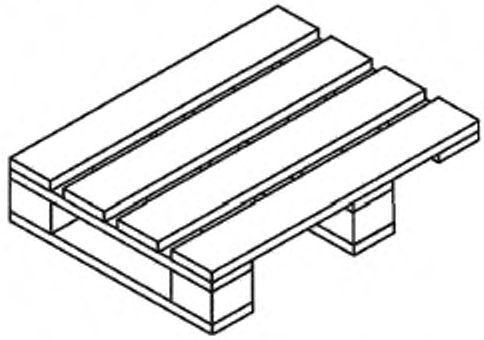

Рисунок 16 — Асимметричный поддон
3.16 **асимметричный поддон:** Плоский поддон, детали настила которого с одной стороны от осевой линии настила не симметричны деталям настила противоположной стороны (см. рисунок 16).